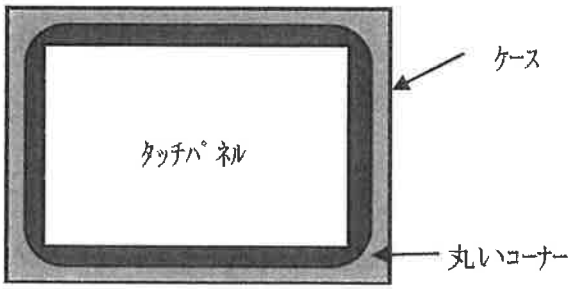

図 10-3
(6) 図 10-3 のようにTPのｴｯｼﾞを保護するため、ﾍﾞｾﾞﾙへの丸い部分を設計する事。